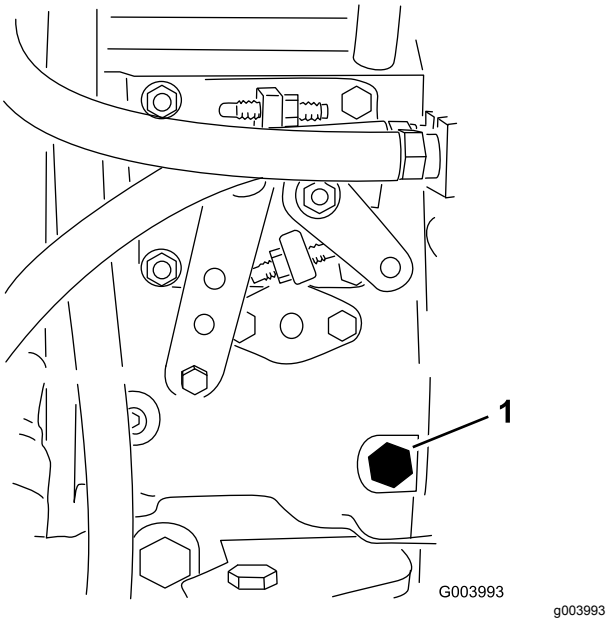

Figure 34
3. Desserrez la vis de purge sur la pompe d'injection (Figure 34) à l'aide d'une clé de 12 mm.